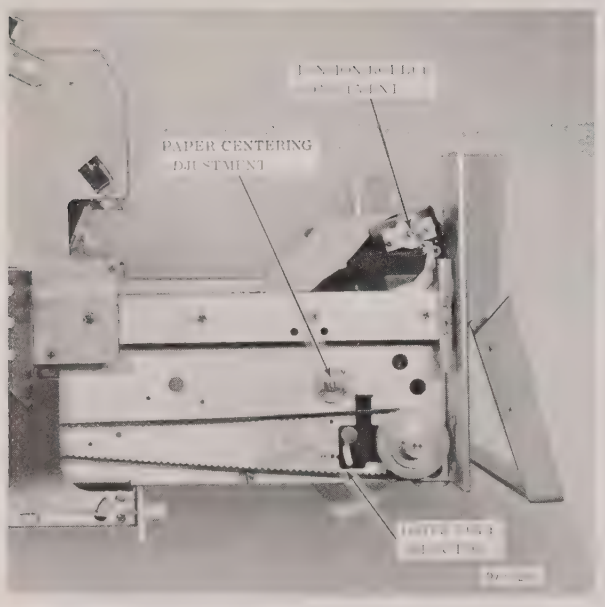

FIGURE 6-2 VERTICAL OSCILLOGRAPH LEFT SIDE
2. Release bezel lock on front of oscillograph (Fig. 6-2).
NOTE: Be sure drive roll selector is in the external position (Fig. 6-2).
NOTE: Be sure drive roll selector is in the internal position (Fig. 6-2).
5. The tension roller adjustment, located on left side of oscillograph, may be tightened or loosened to obtain required reading. (Fig. 6-2)
1. Check that chart edges are equal distances, within .03 inch, from side plates and that event marker pens are centered in margins. The paper centering adjustment is provided on oscillograph left side plate. (Fig. 6-2).